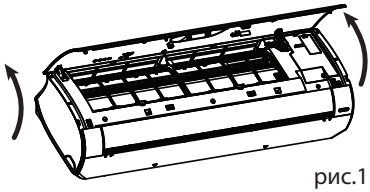

рис.1
2. Откройте переднюю панель внутреннего блока как на рис.1